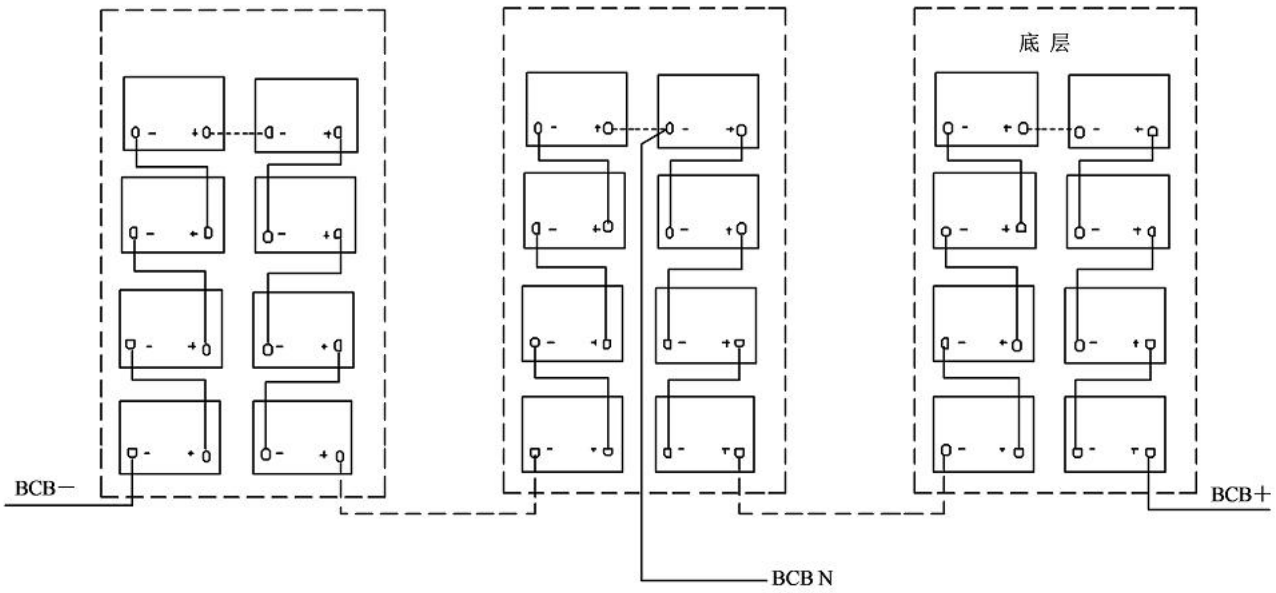

Abbildung 7-3 Batterie-Verdrahtungsdiagramm (Werkseinstellung 16+16 Blöcke!)
7. Beachten Sie beim Anschließen der Batterie den Batterieschaltplan in Abbildung 7-3. (Beispielhaft !!!)